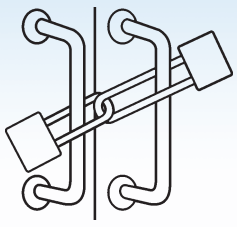

图 3.37　两把锁连接起来锁门
1. 如图 3.37 所示，一个门被两把锁按图示的方式锁住，钥匙分别掌握在 A、B 两人手中。讨论：什么条件下可以将门打开？